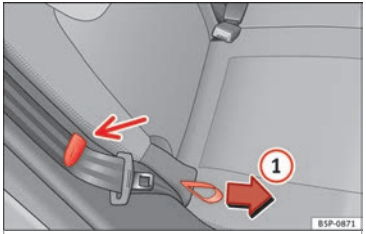

Fig. 81 Folding the rear seat backrests down.
– Pull the loop on the side of the seat ››› **Fig. 81** (1).
When folding and lifting the backrest, make sure to place the side seat belts in the trim clip ››› Fig. 81 to prevent them from being damaged by becoming trapped in the backrest lock.